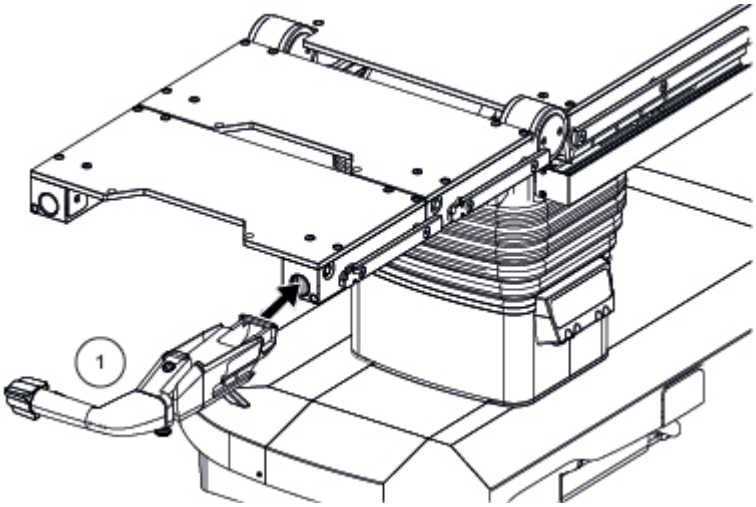

Figure 6-1. Insérer la poignée de transfert motorisée
1. Placer la poignée de transfert motorisée (1) dans le rail et s'assurer que le levier de serrage reste ouvert. Voir la *Figure 6-1*.